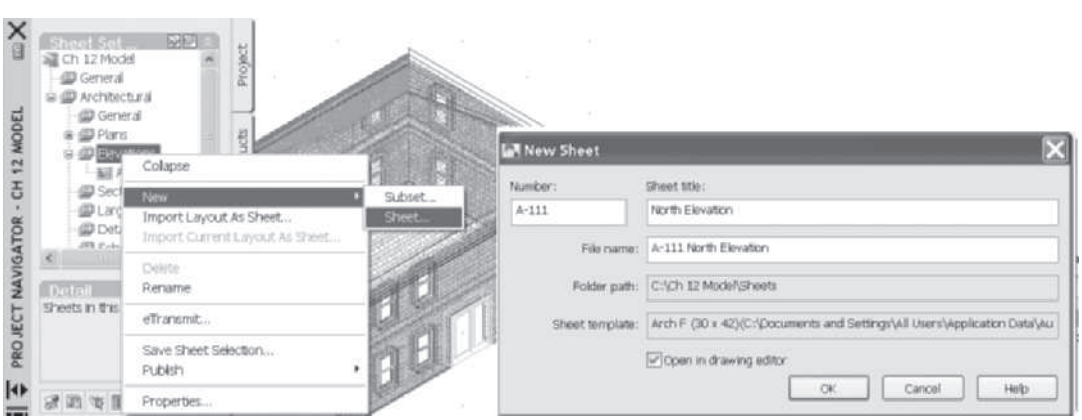

FIGURE 12.8 *Specifying the number and name of a new sheet drawing*
8. To place the elevation on a sheet, create the new sheet in the **Sheets** tab. Select the **Architectural > Elevations** sheet category, right-click, and select **New > Sheet** as shown in Figure 12.8. Type **A-111** for the number and **North Elevation** for the title of the sheet as shown in Figure 12.8.